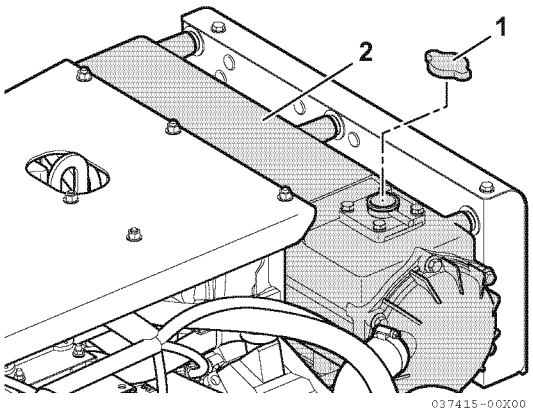

Figur 6
2. Løsne påfyllingslokket (1, **Figur 6**) til kjølevæsketanken for å slippe ut trykket, og ta deretter av påfyllingslokket.
3. Hell kjølevæsken sakte inn i tanken (2, **Figur 6**) for å unngå luftbobler. Fyll på til kjølevæsken renner over kanten til påfyllingsåpningen.